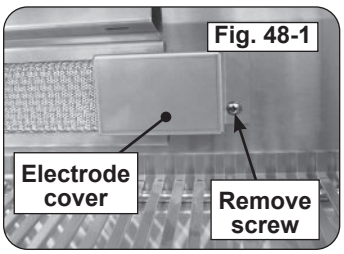

Fig. 48-1
3. Remove the electrode cover by first removing the screw, sliding the cover to the right, then outward. See Fig. 48-1.